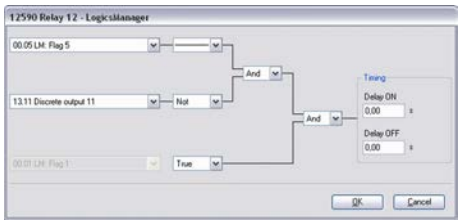

Fig. 170: LogicsManager function "Relay 12"
2. Configure the LogicsManager function "Relay 12" as shown in (Fig. 170).